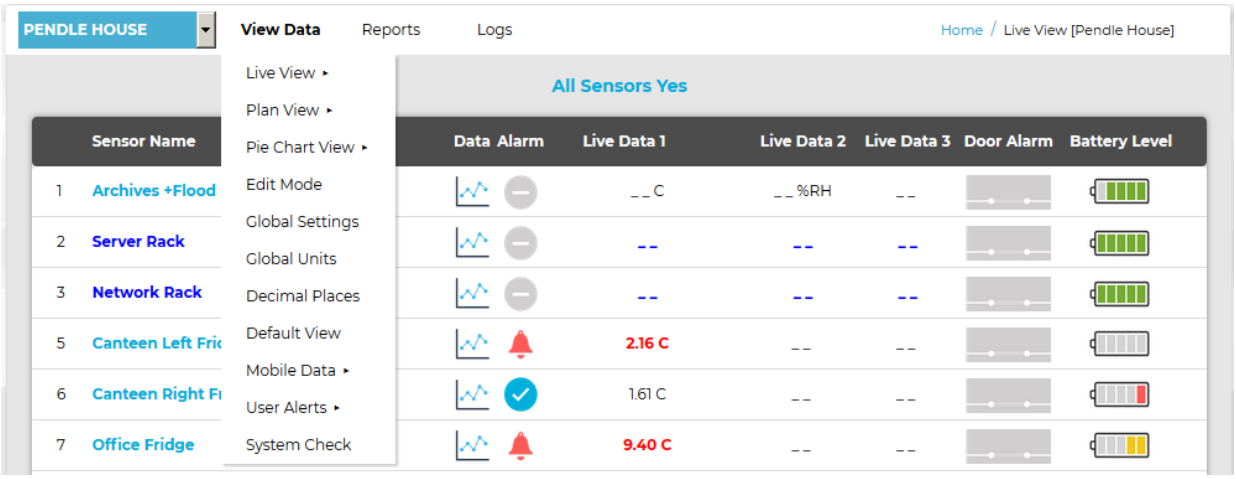

Figure 51
3. In the **Live View** window, select **View Data** from the top menu bar. See Figure 51 below: